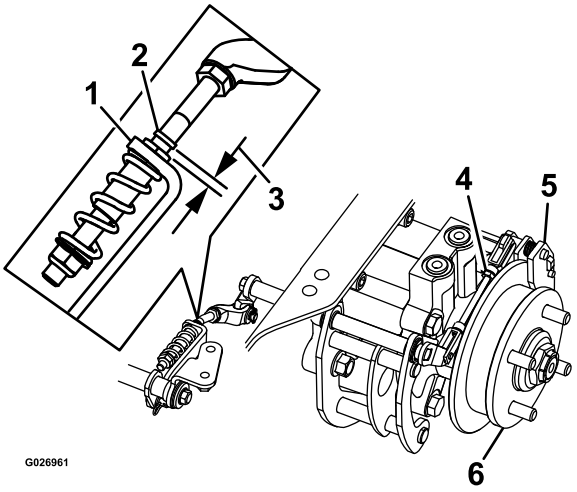

Figur 74
8. Sjekk for å se om det finnes synlig avstand mellom L-braketten og koblingsstoppet (Figur 74).